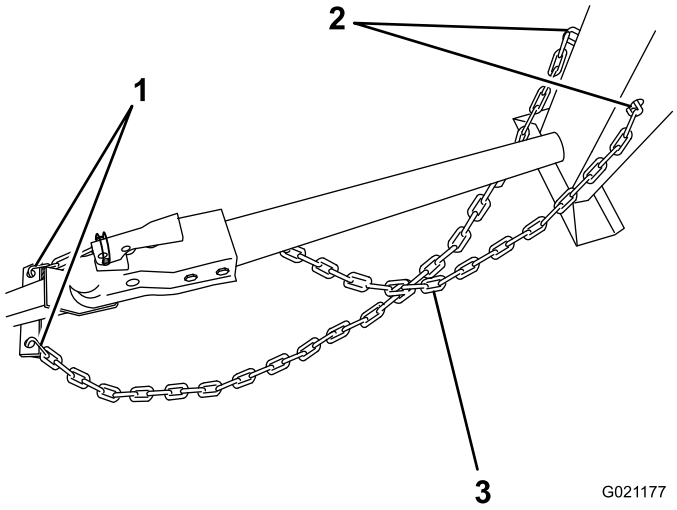

Figura 23
1. Tire de la cadena de seguridad a través de las ranuras de los orificios en forma de bocallave situados en la pata delantera de la máquina, dejando la misma longitud en cada lado (Figura 23).